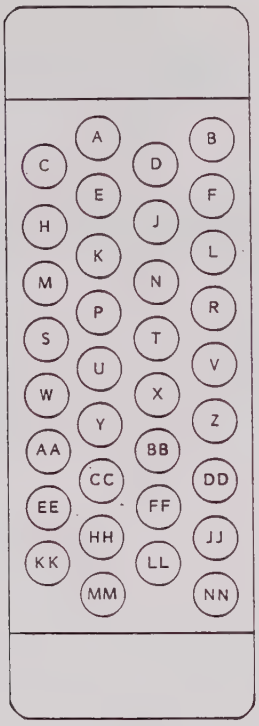

Figure 3-9, 1260-12 Pin Connections
3.5.8 Refer to Figure 3-9 for the pin configurations of connectors J200, J201, J202 and J203 on the 1260-12.